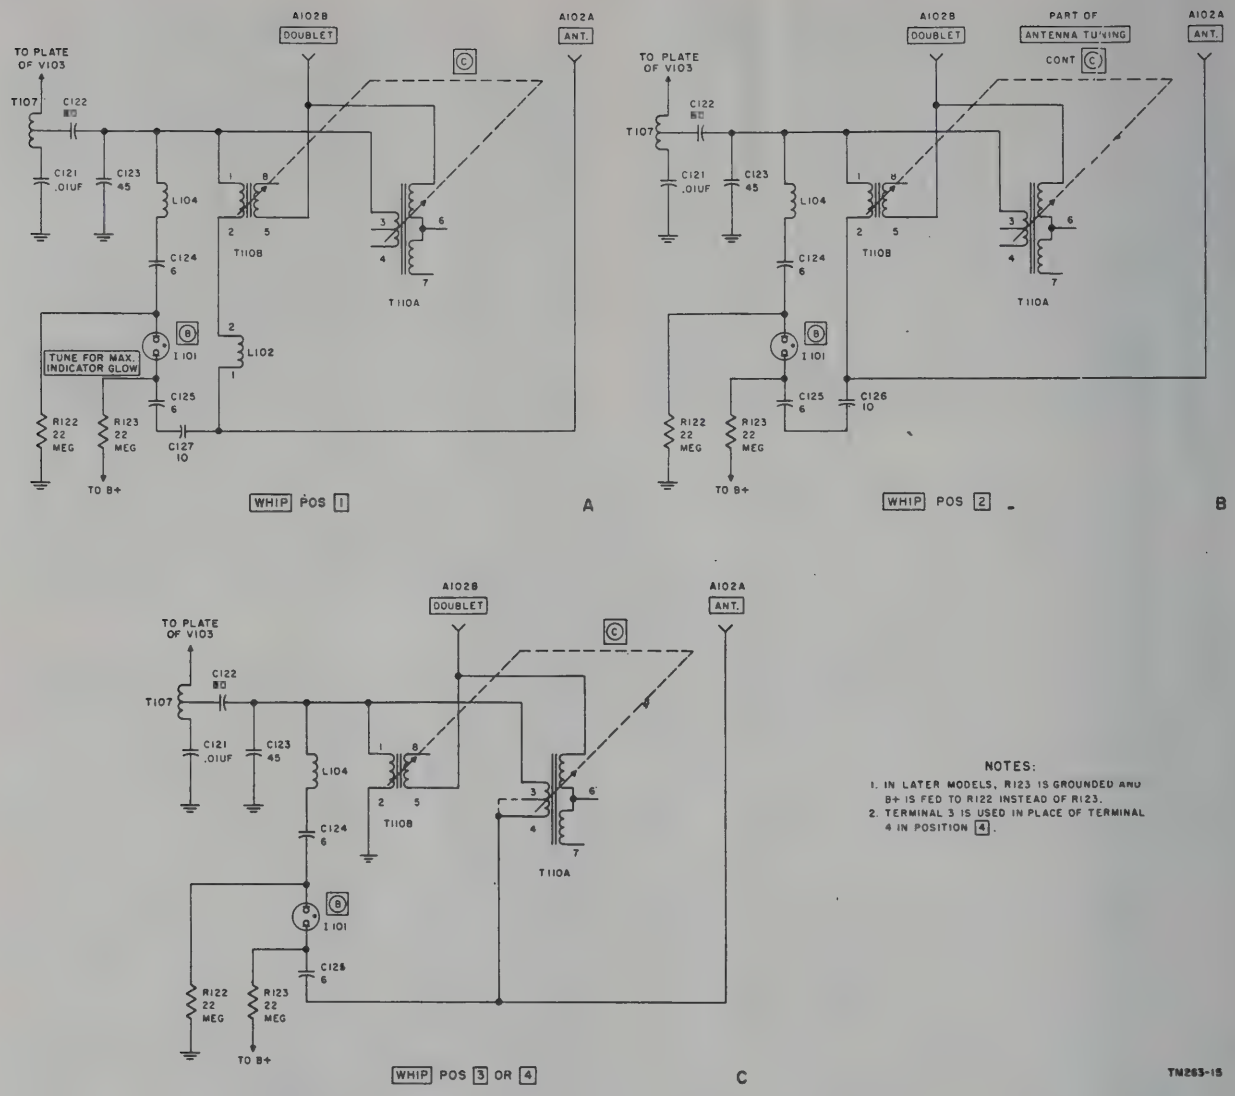

Figure 82. Switch S102, positions 1 through 4.
(1) Positions 1, 2, 3, and 4 (fig. 82) match the power amplifier coil to a vertical mast or whip antenna for all frequencies.
(2) In position 1 (fig. 82) only, loading coil L102 is added to the series combination.
(2) For positions 1 through 8 of control Ⓐ (figs. 82 and 83), the antenna is in series with the primary of either transformer T110A or T110B and this series circuit is in parallel with a portion of coil T107.